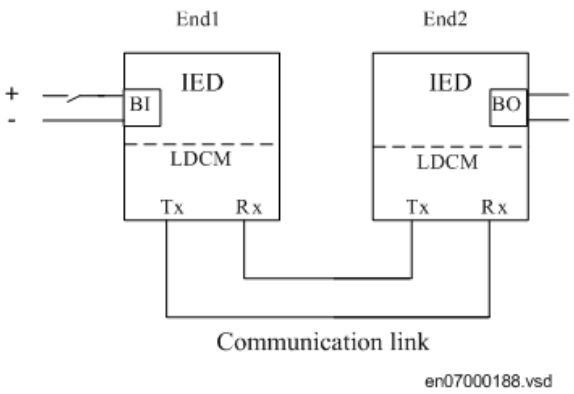

Figure 63: Test of RTC with I/O
A test connection is shown in figure 63. A binary input signal (BI) at End1 is configured to be transferred through the communication link to End2. At End2 the received signal is configured to control a binary output (BO). Check at End2 that the BI signal is received and the BO operates.